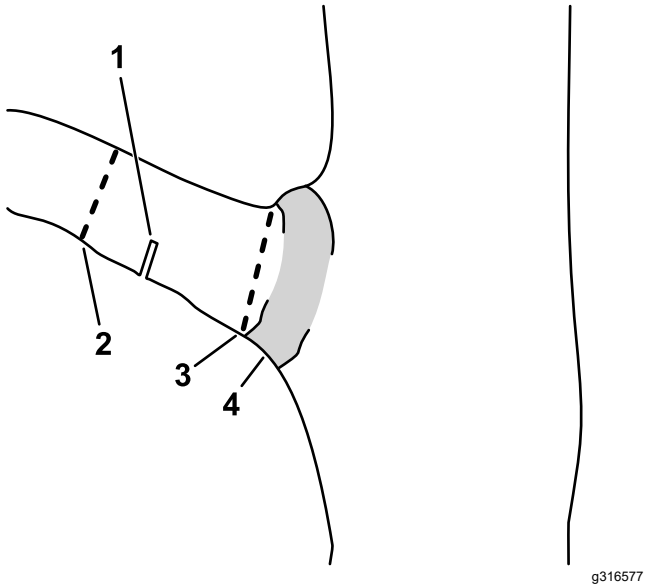

Rysunek 13
C. Gałąź odcinaj u podstawy rozgałęzienia (Rysunek 13).